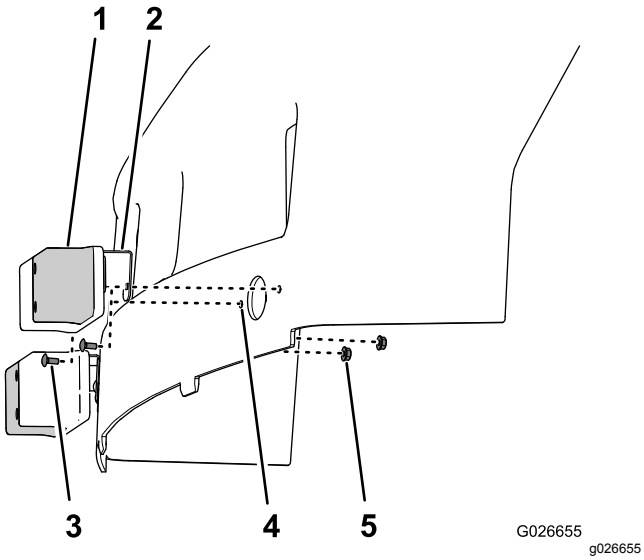

Рисунок 6
4. Совместите отверстия в кронштейне и фонаре с отверстием в капоте (Рисунок 6).
5. Прикрепите кронштейны и фонари к капоту с помощью каретных болтов (№ 10 x ½ дюйма) и фланцевых контргаек (№ 10), как показано на Рисунок 6.